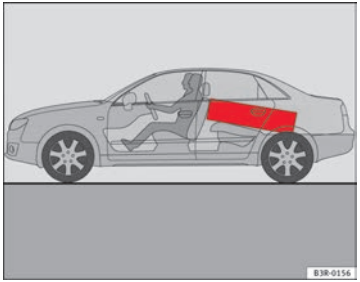

Abb. 113 Legen Sie schwere Gegenstände möglichst weit nach vorn.
– Schwere Gegenstände möglichst weit nach vorn legen ⇒Abb. 113. ▶